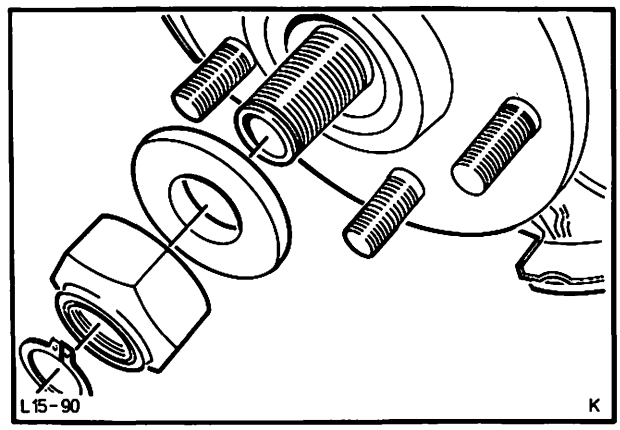

Abb. 146 Flansch – Antriebswellenstumpf und Scheibe aufschieben Achsmutter aufschrauben
6. Flansch – Antriebswellenstumpf und Scheibe aufschieben, Abb. 146. Achsmutter so weit anziehen, bis der Antriebswellenstumpf spielfrei in der Radnabe sitzt.